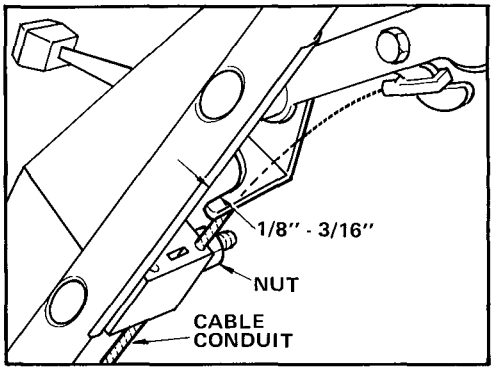

Figure 23
2. CHECK ADJUSTMENT (Fig. 23) – Move control bar toward handle until slack in wire is removed. Gap between brake lever and handle
3. ADJUST CABLE CONDUIT – Loosen nut on cable bracket (Fig. 23). Insert 1/8"-3/16" object between brake lever and handle. Pull down on cable conduit until all slack is removed from wire. Then tighten nut.